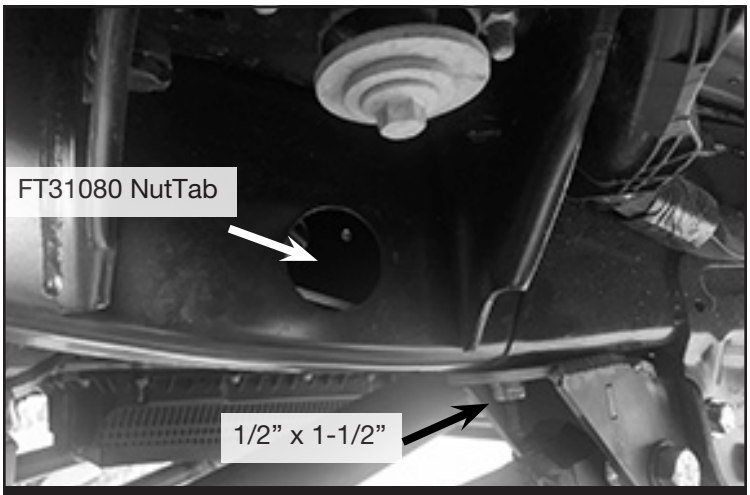

FIGURE 14 - STEP 19
19. Install the supplied FT31080 (Nut Tab) through the factory frame opening and install the 1/2” x 1-1/2” bolt, washer and split washer to attach the new 4-link bracket to the frame. **SEE FIGURE 14.** Torque 3/4” hardware to 380 ft-lbs and the 1/2” hardware to 106 ft-lbs.